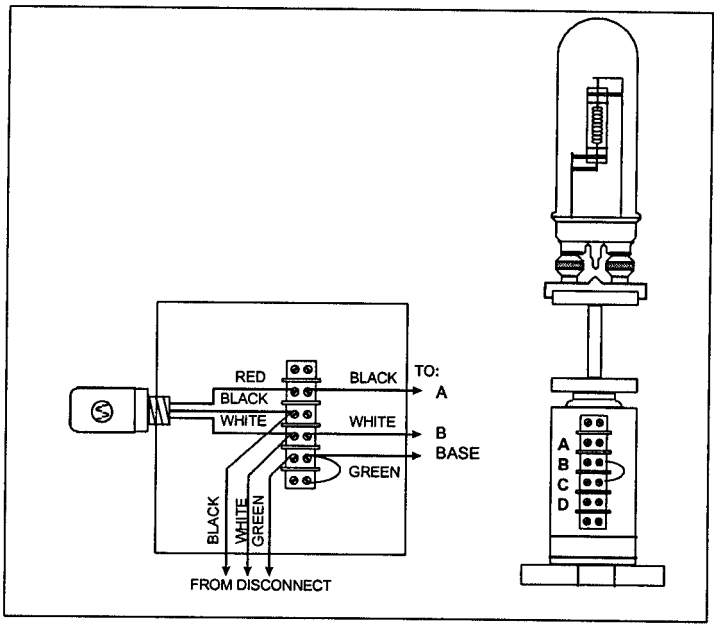

Figure 2-19
i. Nighttime fixed burning lights may be controlled by an Intermatic K-4121 photocontrol mounted away from the lens to prevent light from the lamp affecting its operation. The photocontrol can be installed in a small enclosure and wired to a terminal strip as shown in Figure 2-19. Alternately, daylight controlled fixed and flashing lights can be operated by an AC Flash Controller.